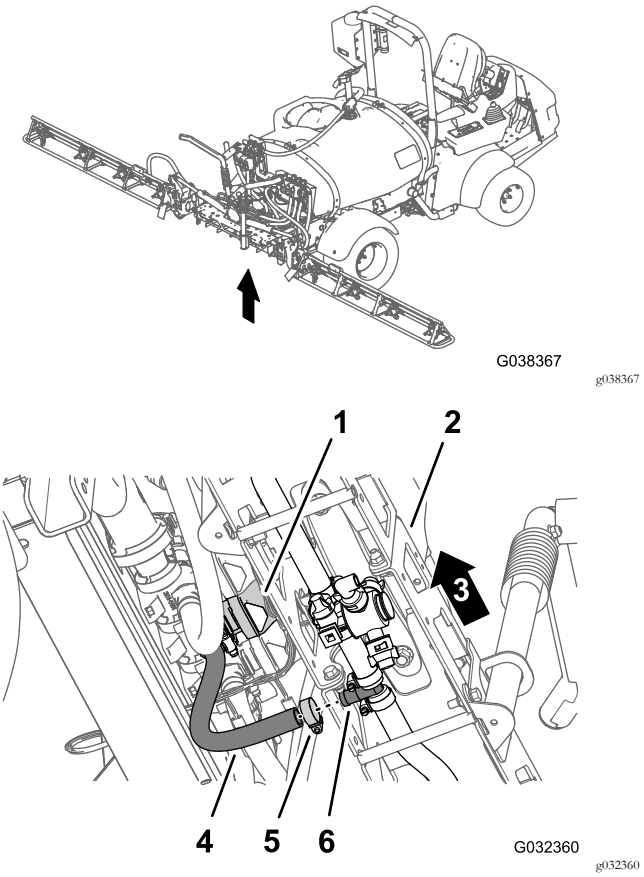

Figura 15
5. Na secção da rampa central, retire o grampo do tubo que prende o tubo de alimentação para a secção da rampa à união roscada em T (Figura 15).